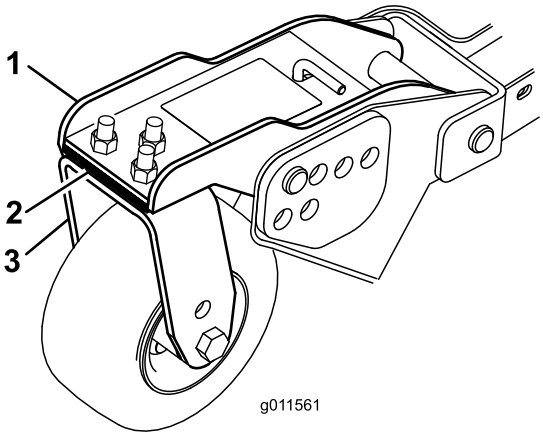

図 79
1. キャスタアームをキャスタフォーク固定しているキャップスクリュとナットを外す図 79。